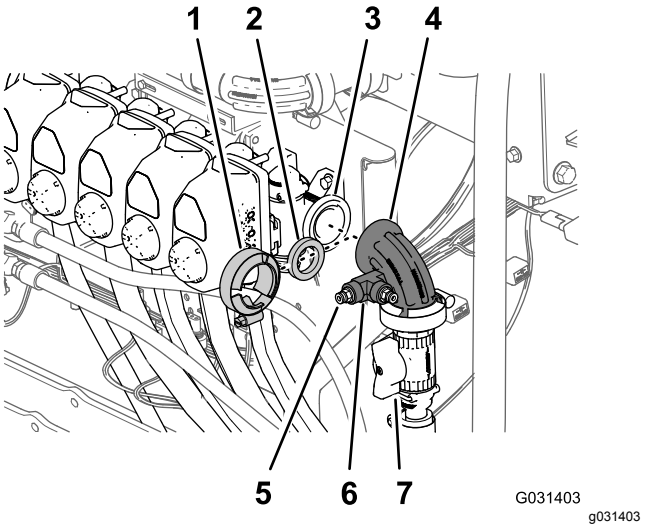

Figur 185
1. Innrett pakningen og 90°-vinkelrøret for slangetrommelen til flensen fra dyseventil 10 (Figur 185).
2. Fest vinkelkoblingen og pakningen til ventilen med en flensklemme, og stram klemmen for hånd (Figur 185).
3. Påfør et lag PTFE-gjengeforsegling på gjengene til rørkoblingen og monter rørkoblingen i T-stykket som vist i Figur 185.